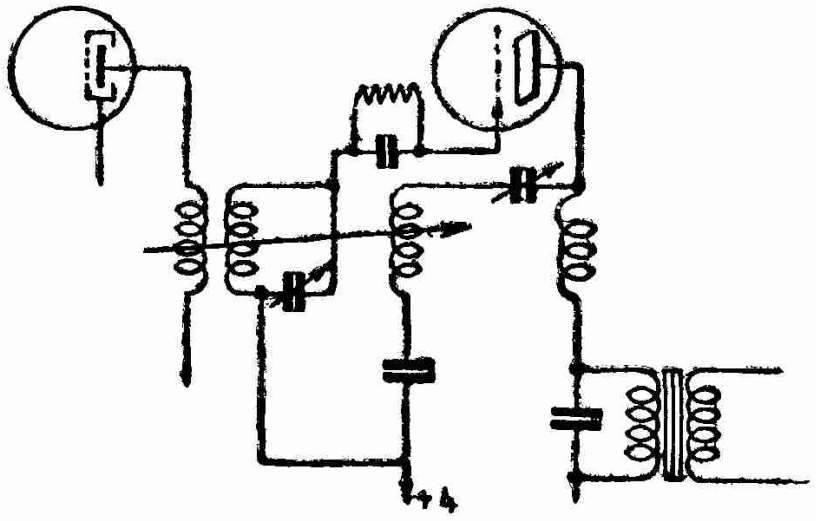

Fig. 9
Nous utiliserons un montage à transformateur accordé avec réaction électromagnétique contrôlée par condensateur variable. Tout dernièrement, nous avons décrit un montage identique (1) dont nous avons énuméré les qualités essentielles. Nous n'y reviendrons pas. La fig. 9 indique le montage utilisé.